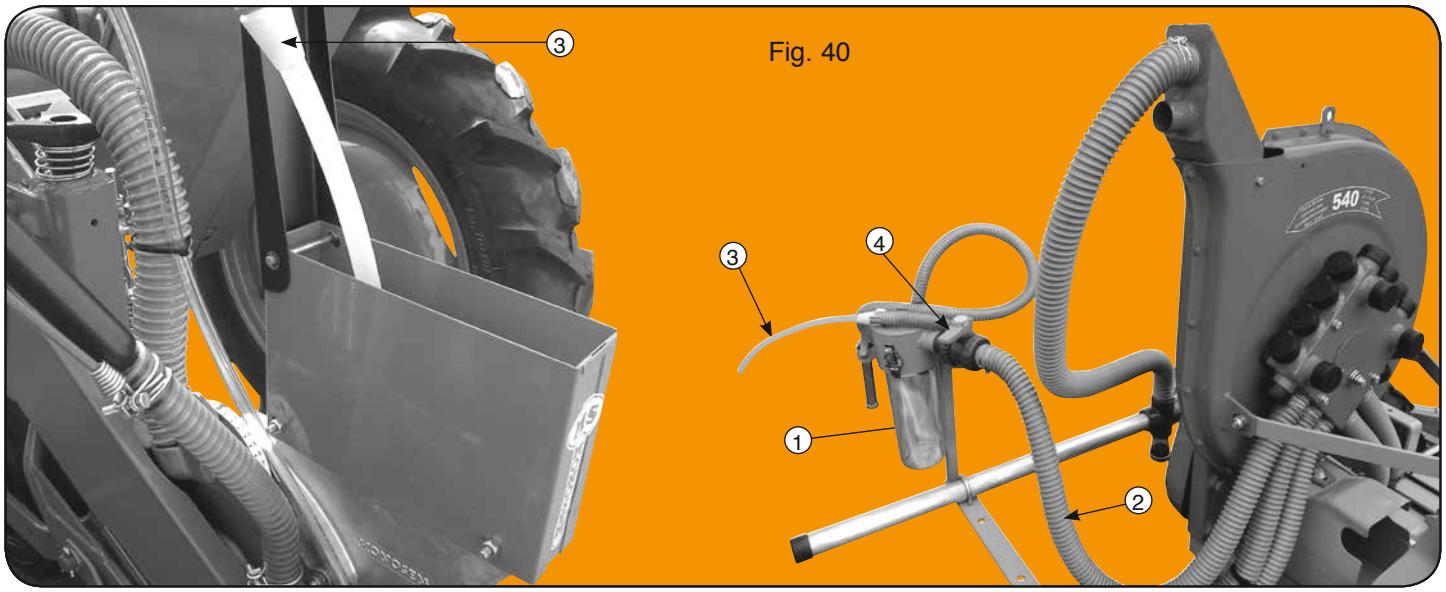

Fig. 40
Suivant (fig. 40) ci-dessous. Le support de l'ensemble bol colleteur ① se fixe au carter de turbine et se branche à l'une des sorties du bloc goulottes ②.
As shown (fig. 40) below. The collection container ① is mounted to the turbofan, by means of a mounting bracket, and is connected to one of the outlets of the manifold ②.
Wie unten gezeigt (fig. 40). Der Sammelbehälter ① wird einer Klammer am Ansaugsupport gehalten und dieser wird an der Turbine befestigt. Der Ansaugschlauch ② ist mit einem Ansaugstutzen der Turbine verbunden.
Según (fig. 40) aquí abajo. El soporte del recipiente colector ① se fija al cárter de turbina y se enchufa sobre una de la salidas del bloc-gargantas ②.